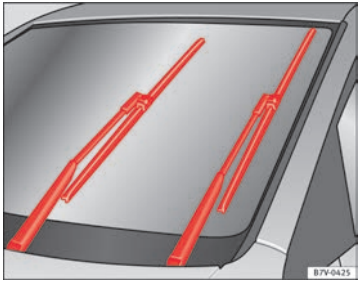

Fig. 139 Windscreen wipers in service position
– Turn ignition on and off and then (before approx. 9 sec.) move the windscreen wiper lever to the intermittent wipe position. The windscreen wipers will move to the service position ⇒ Fig. 139.